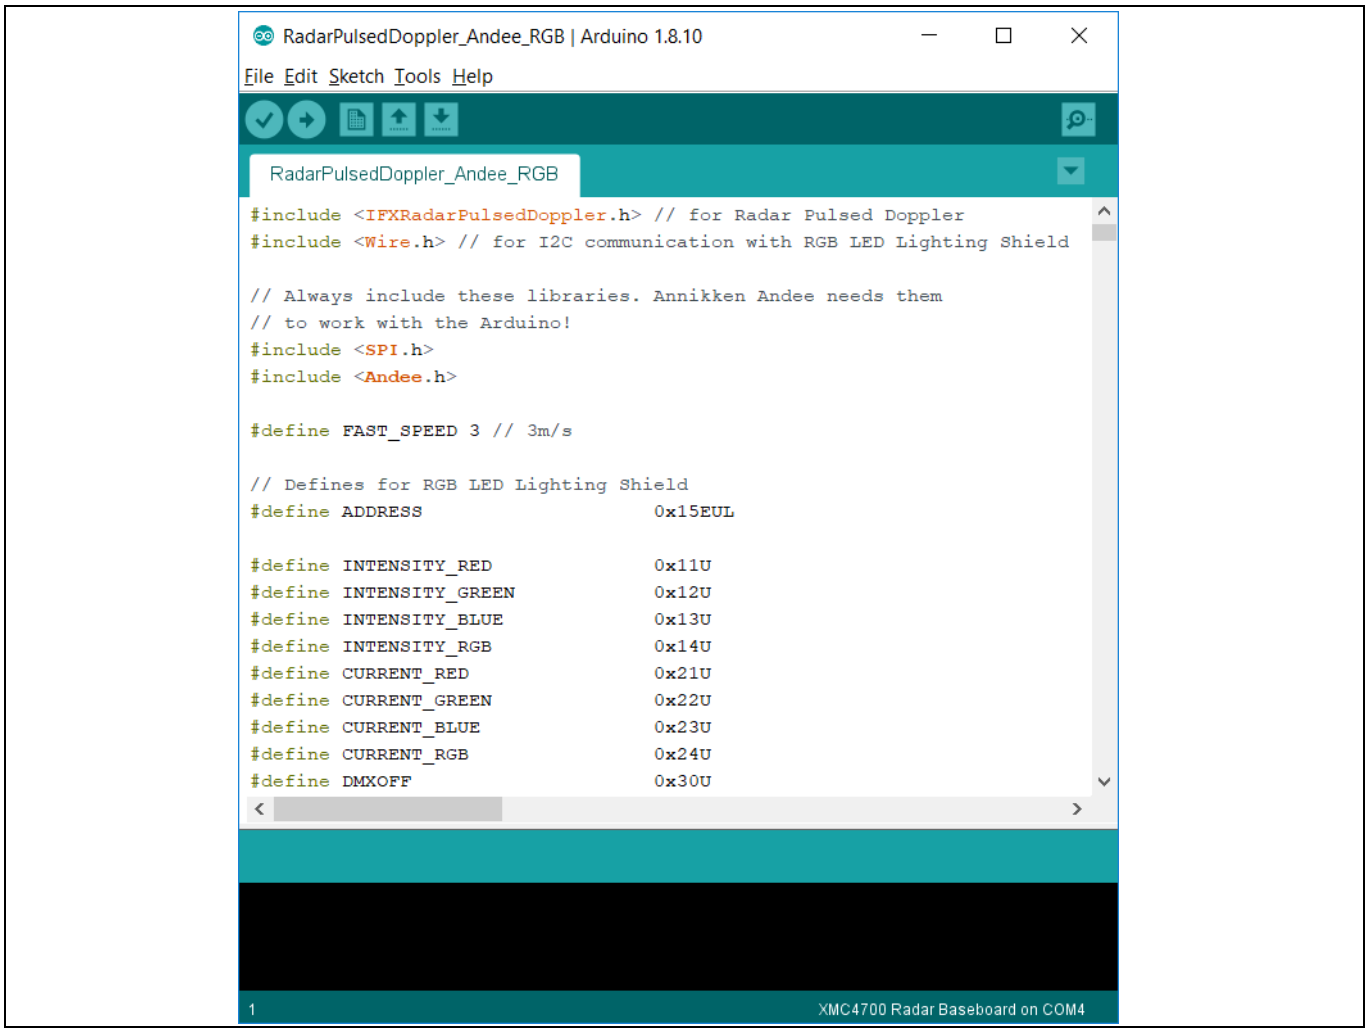

Figure 24 Example sketch: RadarPulsedDopplerLED_Andee_RGB
7. In Arduino IDE, navigate to *File* > *Examples* > *IFXRadarPulsedDoppler* > *RadarPulsedDoppler_Andee_RGB*. The sketch will open (Figure 24).